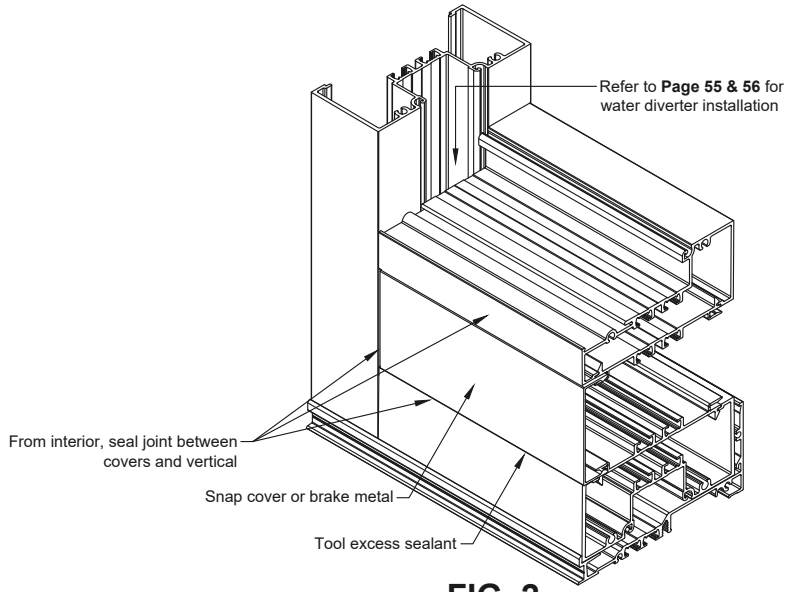

FIG. 2
K. Attach a snap cover or brake metal to the exterior. **SEE Fig. 2**.